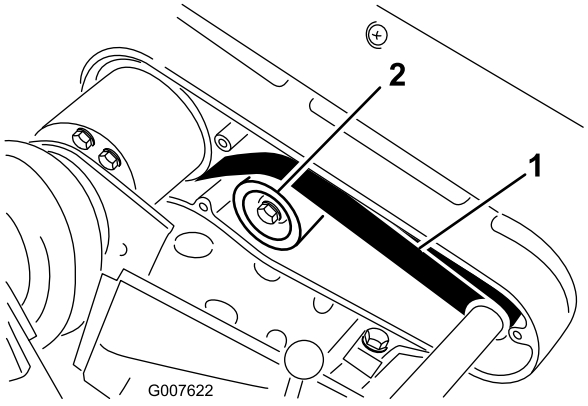

Figur 32
2. Kontroller spændingen ved at trykke remmen ned midt på remskiverne (Figur 32) med en belastning på 2,3 til 2,7 kg. Remmen skal afbøje 6 mm.
A. Løsn styreremskivens monteringsmøtrik, og drej styreremskiven med uret mod bagsiden af remmen, indtil den ønskede remspænding opnås (Figur 32).